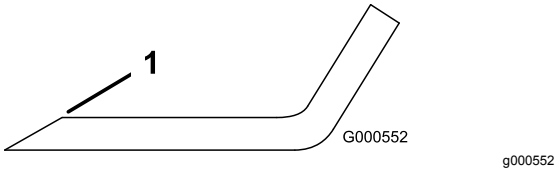

**Figur 58**
1. Slipa eggarna i båda ändar av kniven med en fil (Figur 58).
**Obs:** Om kniven inte är balanserad kan du fila bort lite metall från knivens segeldel (Figur 58).